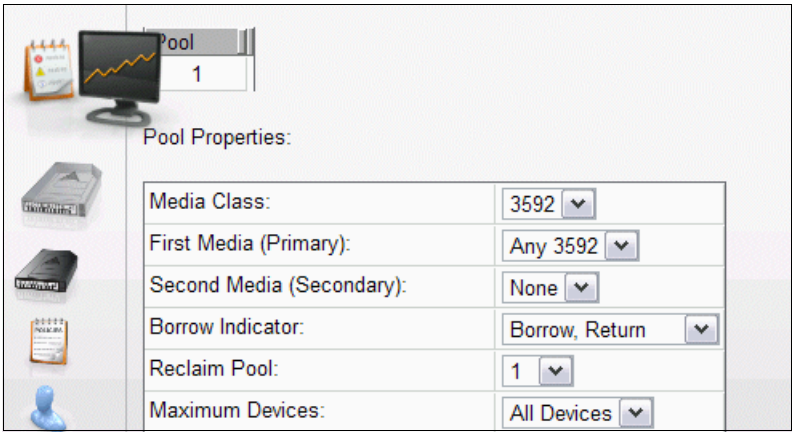
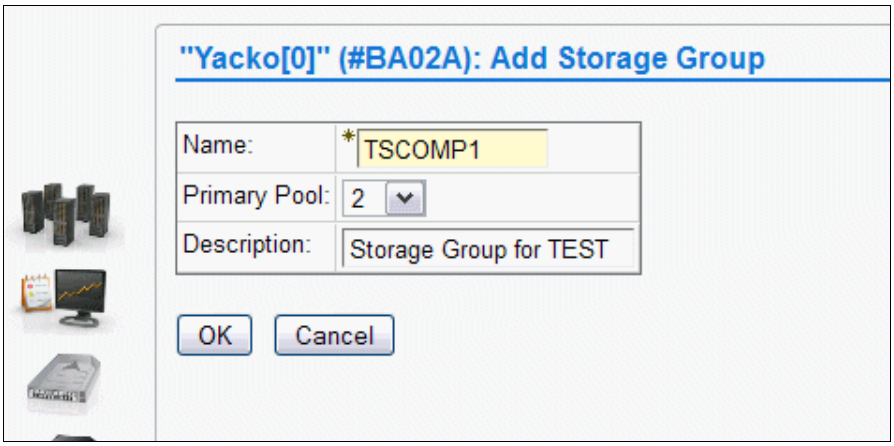

Figure I-4 Volume pools for PROD and TEST
Figure I-9 Storage Group for TEST
The Physical Volume Pool Modify Properties window that is shown in Figure I-4 is used to define reclaim policies for each of the pools. Assign logical volumes to pool 1 for PROD and pool 2 for TEST, as shown in Figure I-9 on page 1012.
5. Define an SG for TEST (named TSCOMP1) as shown in Figure I-9. Remember your requirements for secluded physical volumes, as described in “Physical volume pools” on page 1009. The definition for PROD is not shown, but it must relate to volume pool 1. Define the SG on both clusters in the grid.